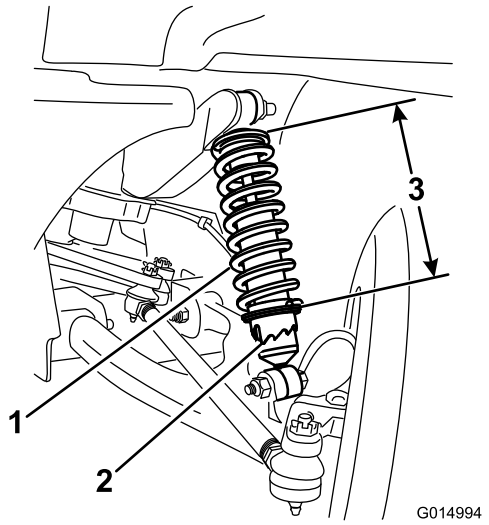

Figur 42
3. Brug værktøjet Toro6010 til at dreje muffen på støddæmperen for at regulere fjederens længde (Figur 42).